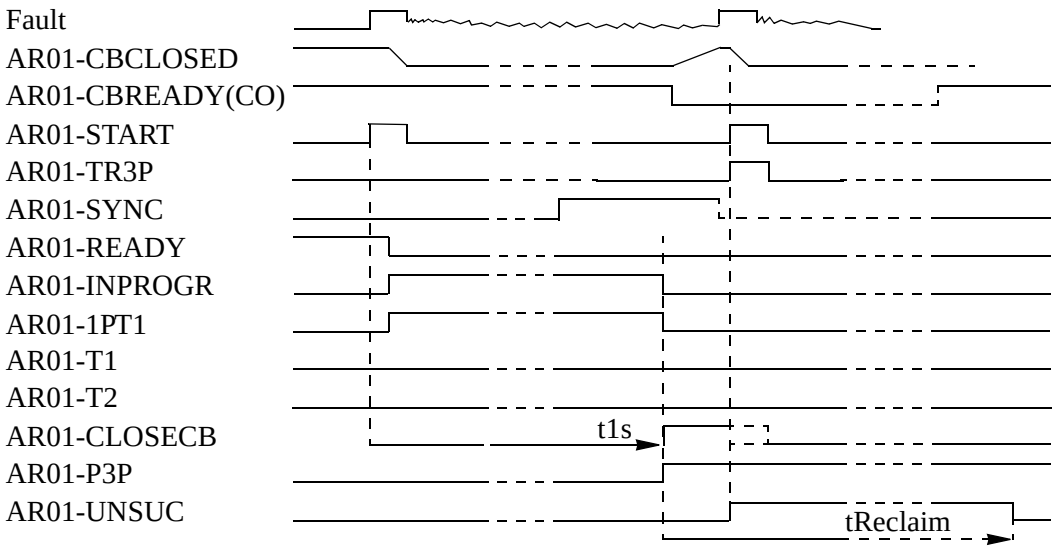

Figure 12: Permanent single-phase fault. Program 1/2/3ph, single-phase single-shot reclosing.
2.6 A few fault cases may be checked, for example, single-phase, two-phase and three-phase trips, transient, and permanent fault. The signal sequence diagrams in Figure 12: and 13 can be of guidance for the checking.